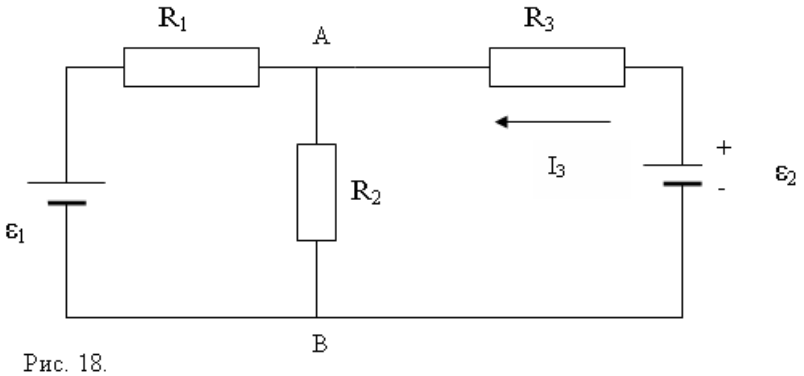

Рис. 18.
74. Определить силу тока I_3 в проводнике R_3 (рис.18) и напряжение U_3 на концах этого проводника, если ε_1=8В, ε_2=10В, R_1=2Ом, R_2= 4Ом, R_3=3Ом. Внутренним сопротивлением источников тока пренебречь.